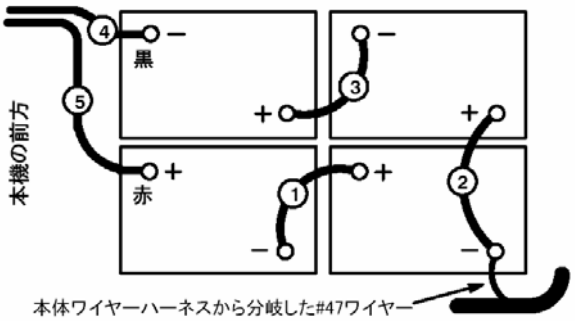

図２
3. バッテリー端子が図２に示す配置になるように、バッテリーを収納部のトレイに注意して取り付けます。
5. 図２に示された番号順に、バッテリーケーブルをバッテリー端子に接続します。**赤色のケーブルプラグを＋極に、黒色のケーブルプラグを－極に接続します。**接続の際に、バッテリー端子キャップとゴム製ブーツを取り付けます。